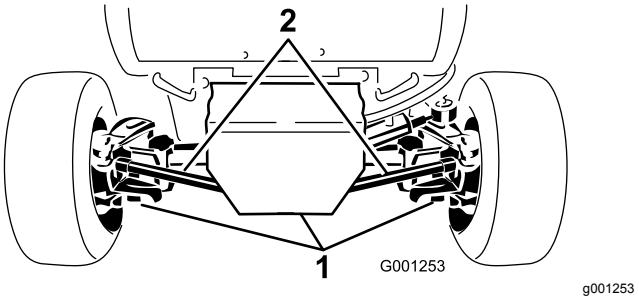

Figur 62
2. Rengör området runt de tre avtappningspluggarna (Figur 62).